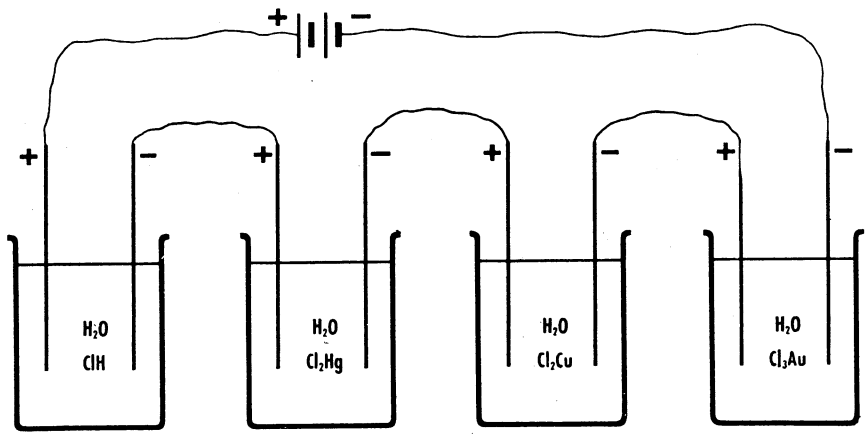

FIG. 61
2.º *Si varias disoluciones son atravesadas por la misma cantidad de electricidad los pesos de sustancia depositados en los electrodos son proporcionales a los pesos equivalentes de las respectivas sustancias* (fig. 61).